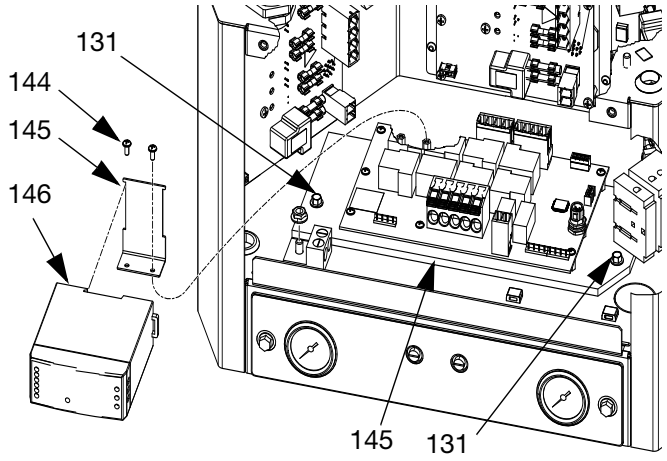

**FIG. 49: AWB and Power Supply**
3. Remove 2 screws (131) securing AWB (143) to electrical enclosure (1) then carefully remove AWB.
4. Remove power supply (146) from power supply bracket (145) by releasing mounting tab on the side of the power supply. See FIG. 49.
5. Remove two screws (144) securing power supply bracket (145) to AWB (143) and remove power supply bracket. See FIG. 49.
1. Use two screws (144) to secure power supply bracket (145) to new AWB (143). See FIG. 49.
2. Mount power supply (146) to power supply bracket (145). See FIG. 49.
3. Connect connector (labeled AWB-J1) on power supply harness (147) to J1 on AWB (143). See **Electrical Schematics**, page 85.
4. Use two screws (131) to install AWB (143) to electrical enclosure (1). See FIG. 49.
5. Reconnect cables to AWB (143).
2. Remove electrical enclosure front access door (10).
4. Disconnect screw terminal connections between power supply (146) and power supply harness (147) according to the following table. See FIG. 49.
1. Make connections between power supply harness (147) and new power supply (146) according to the following table:
2. Reattach power supply (146) to power supply bracket (145). See FIG. 49.
3. Install electrical enclosure front access door (10).